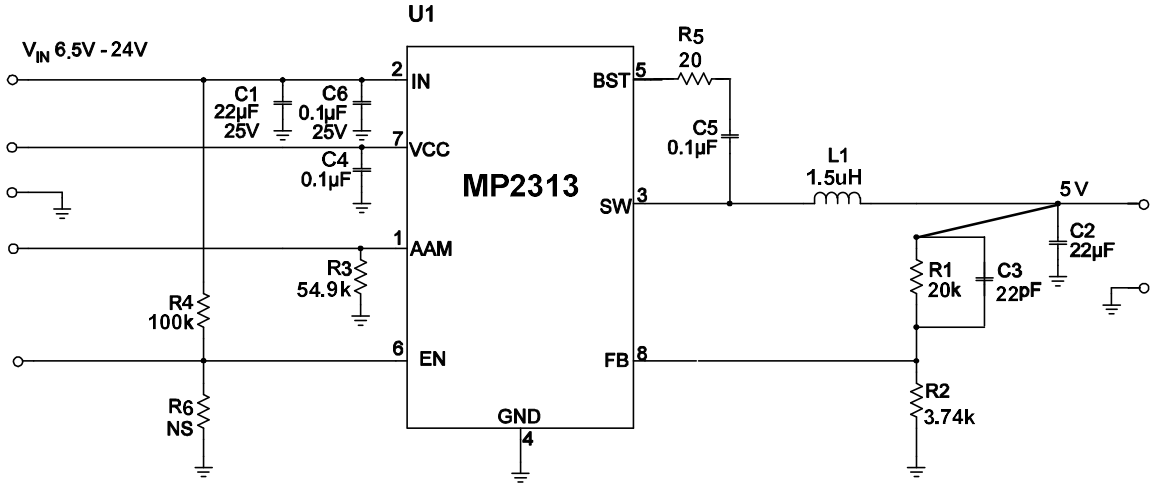

Figure 10: V_{IN}=19V, V_{OUT}=5V, I_{OUT}=1A
6) The recommended layout is based on the Figure 10 Typical Application circuit on the page 16.
The detailed application schematics are shown in Figures 10 through 15. The typical performance and circuit waveforms have been shown in the Typical Performance Characteristics section. For more device applications, please refer to the related Evaluation Board Datasheets.